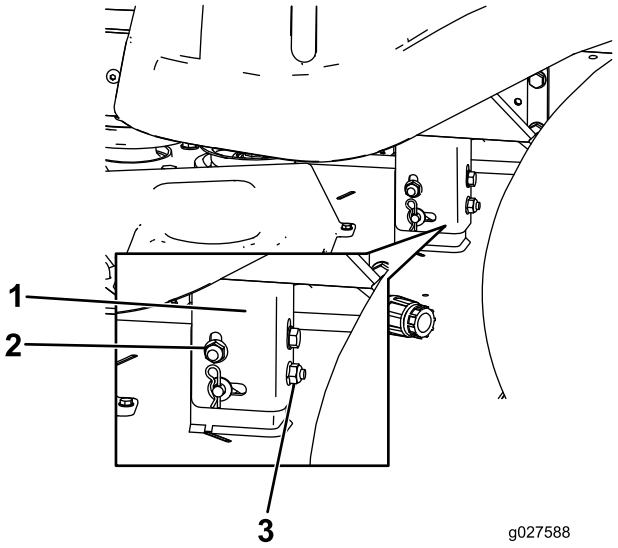

Figuur 59
8. Breng de linkerkant van het maaidek omhoog of omlaag door aan de achterste moer te draaien. (Figuur 59).